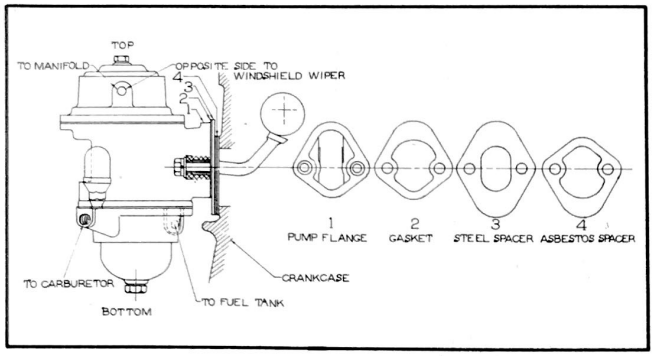

Figure 79 - Installing Combination Fuel and Vacuum Pump - All Models
10. Install gasket, plate and spacer over bolts as shown in Fig. 79 and install combination pump to crankcase bolting securely.